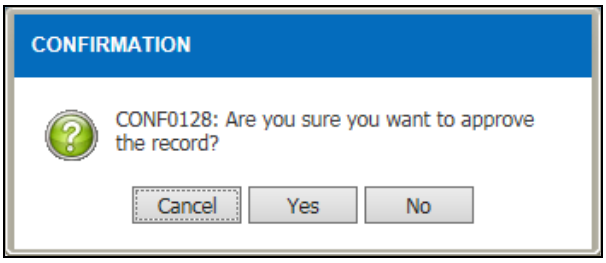

Figure 3.3-5 Confirmation Message
a) Click on the Approve button to approve the record and confirmation message will be display as Figure 3.3-5